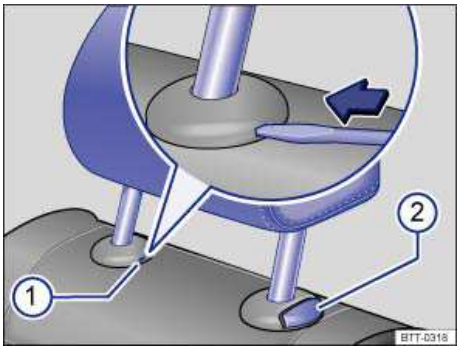

Fig. 41 Removing the rear head restraints.
- If necessary, press the flat blade of the screwdriver from the vehicle tool kit into the slit of the trim cap ⇒ fig. 41 (1) in the direction of the arrow and hold it in this position.
- At the same time press button (2) while a second person pulls out the head restraint completely.